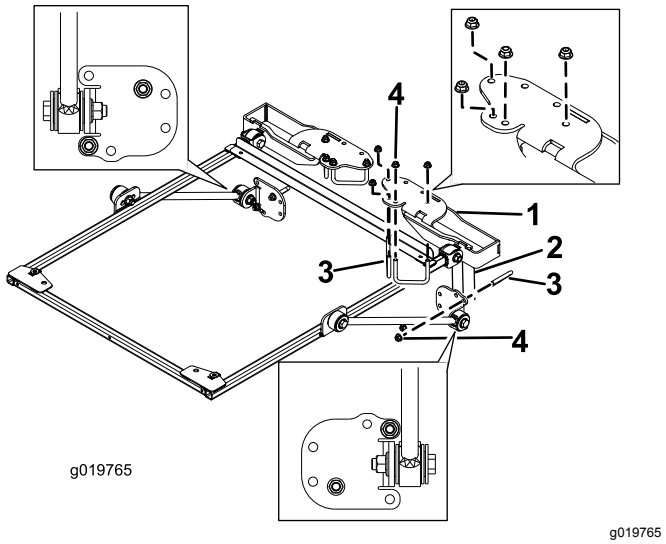

図 15
9. ROPS取り付けブラケットを、トラクションユニットROPSの上部にセットする図 15。
10. 図 15 に示されている取り付け穴を利用して、各ブラケットをROPS上部に取り付けるUボルト2¾"2本とフランジナット4個を使用する。
11. 図 15 に示されている取り付け穴を利用して、各ブレースブラケットをROPSの柱材に取り付けるUボルト2¾"2本とフランジナット2個を使用する。